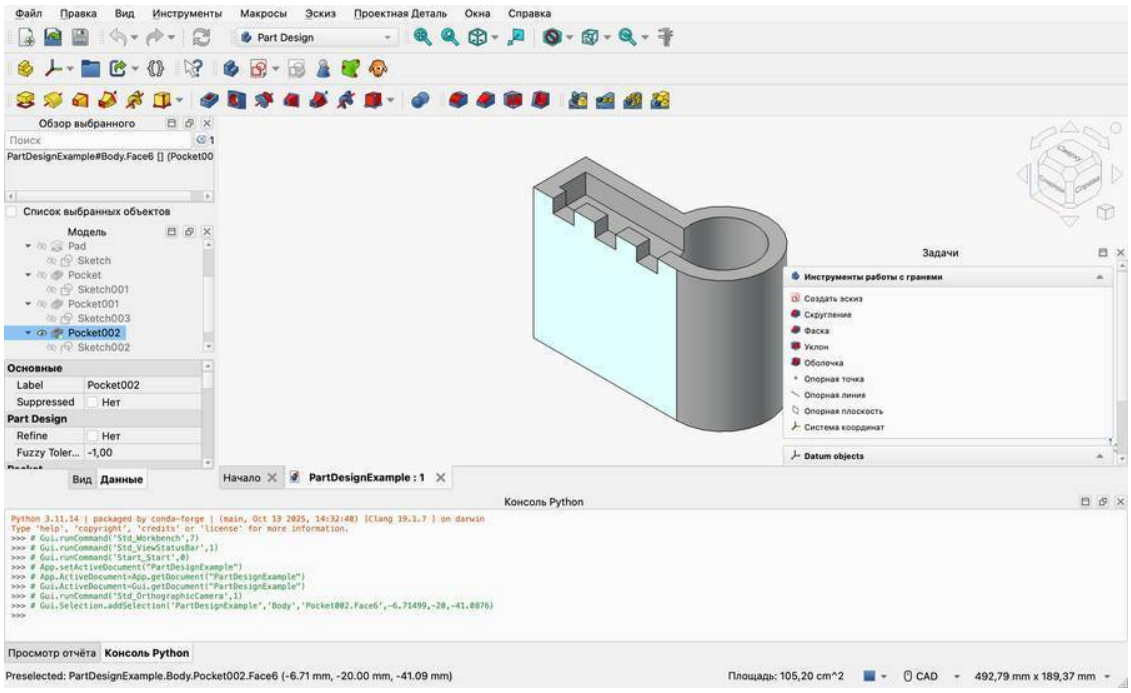

Рис. 2.6 — Включены панели «Обзор выбранного» и «Консоль Python»
Кроме «Модели» и «Задач» у программы есть ещё три панели. Они включаются в меню «Вид → Панели» (рис. 2.6).
• **«Консоль Python»** (Python Console) — каждое ваше действие программа записывает сюда командой на языке Python. На рис. 2.6 последняя строка консоли — щелчок по грани. Консоль уже пригодилась в главе 1, а всерьёз понадобится в главе 21.